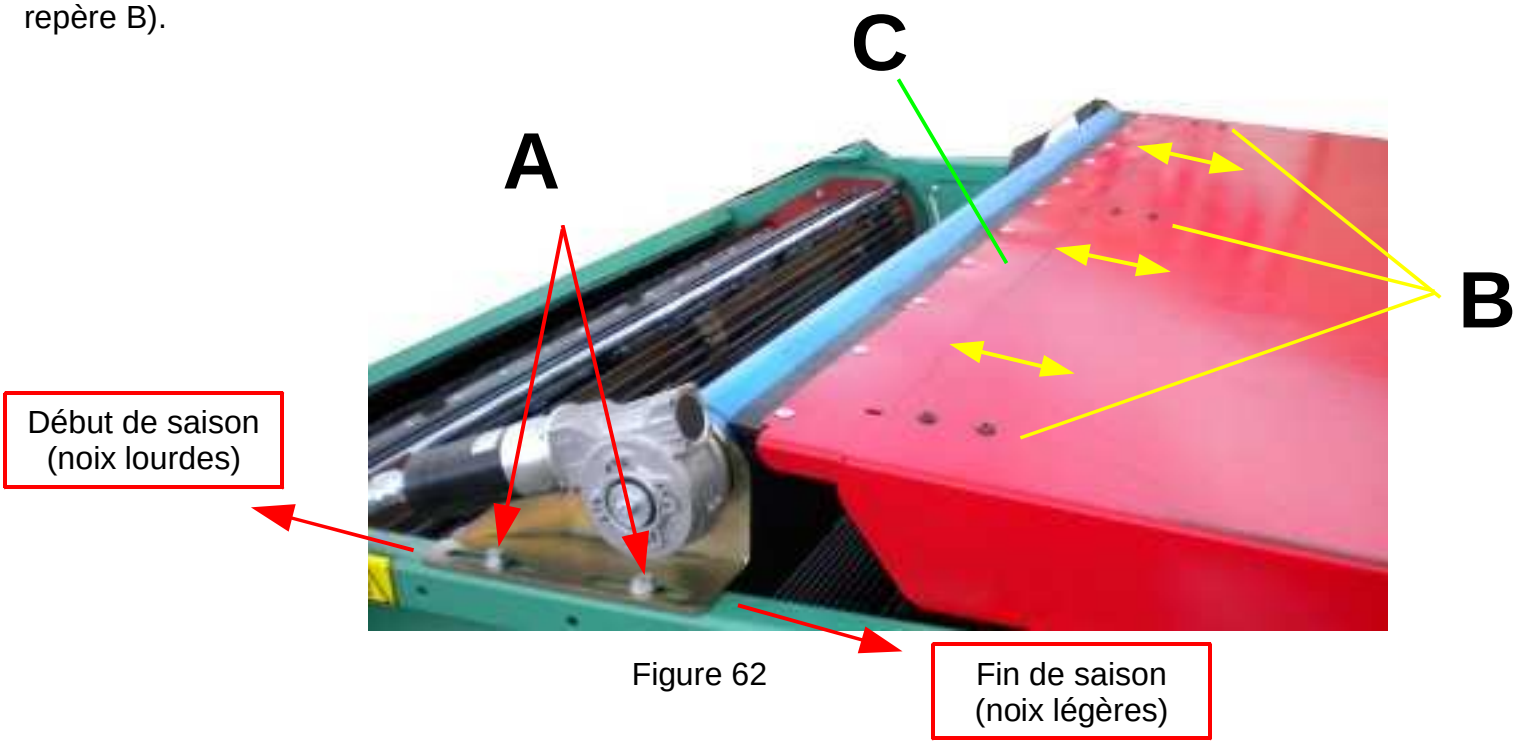

Figure 62
- Dévissez les vis (figure 62, repère A), de chaque côté du tapis.
- Penser également à faire suivre la tôle racleur (figure 62, repère C) en dévissant les vis (figure 62, repère B).